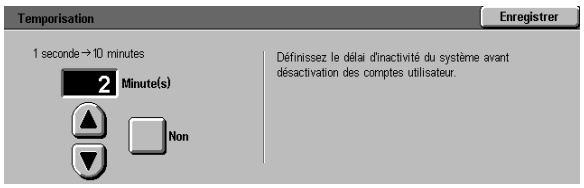

Figure 13 : Écran Délai d'attente
- Pour définir un délai d'attente pour les comptes utilisateur, appuyez sur la touche **Délai d'attente.** L'écran correspondant s'affiche (voir la figure 13). Effectuez alors l'une des opérations suivantes :